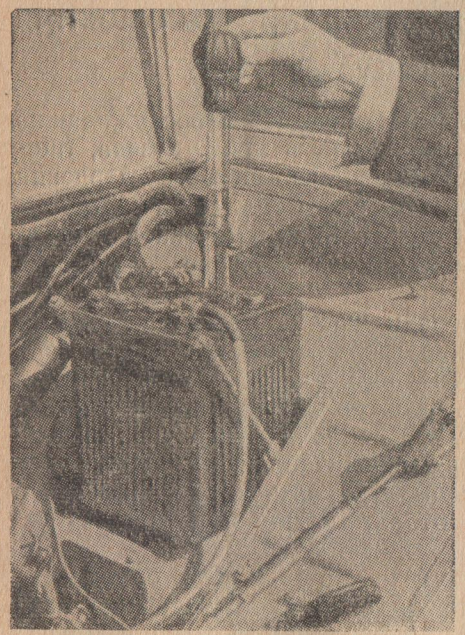

Рис. 82. Проверка плотности электролита в аккумуляторной батарее при помощи ареометра.
1. Прочистить вентиляционные отверстия в крышках элементов батареи, проверить уровень и плотность электролита с помощью ареометра (рис. 82) и, если необходимо, долить дистиллированной воды. Плотность электролита должна быть в пределах 1,25—1,28. Осмотреть корпус батареи (он не должен иметь трещин, сколов и других повреждений, могущих повлечь за собой вытекание электролита).